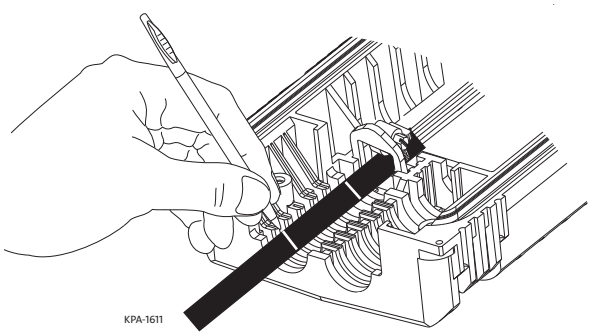

Figure 6
Step 2: Mark the cable where the sealing tape will be wrapped around the cable (Figure 6).